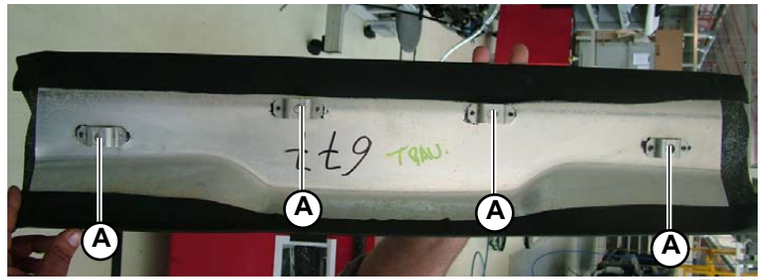

Fig.26
1. Prize up the edge of the cross member to release the 4 finned anchors (**A-Fig.26**) from their couplings.